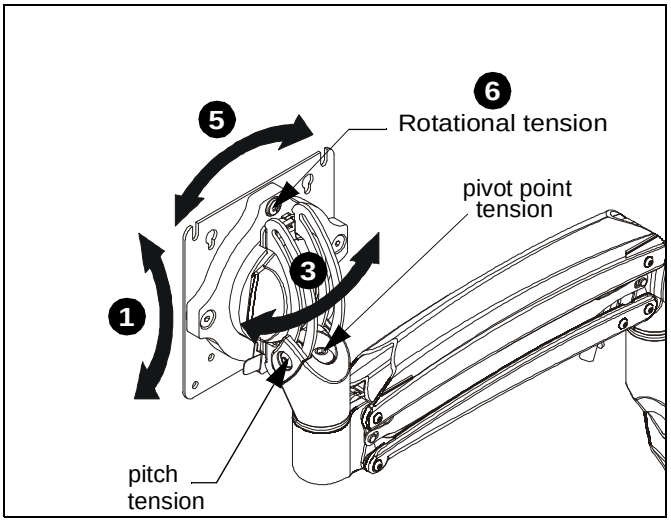

Figure 16
1. Adjust pitch to desired tilt position. (See Figure 16)
2. Adjust pitch tension screw to change the adjustment tension. (See Figure 16)
3. Adjust pivot position as desired. (See Figure 16)
4. Use 3/16” hex key (K) to adjust pivot point tension screws to change pivot adjustment tension. (See Figure 16)
5. The monitor may be adjusted 90 degrees in either direction in order to provide a portrait view of the monitor. (See Figure 16)
6. Use a Phillips screwdriver to adjust rotational adjustment screw to adjust rotational tension. (See Figure 16)